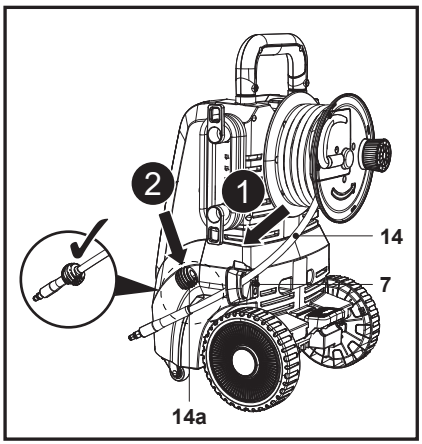

Fig. 4
2. Dirijează furtunul cu presiune (14) prin ghidaj (7), apoi prinde inelul de fixare (14a) la capăt (fig. 4, pașii 1, 2).